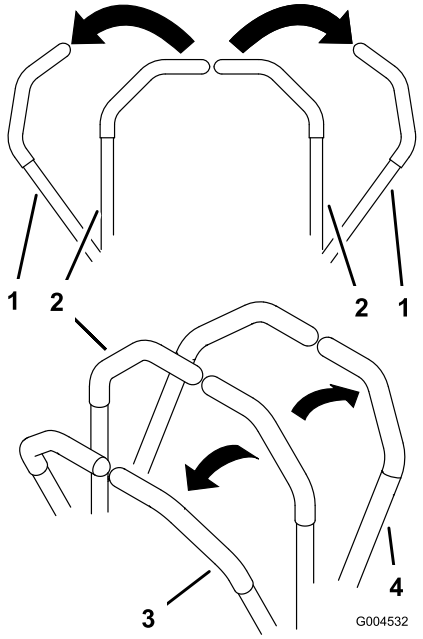

**Figur 15**
3. Kør fremad ved langsomt at skubbe bevægelseshåndtagene fremad (Figur 15).
Kør lige ud ved at påføre begge bevægelseshåndtag samme tryk (Figur 15).
Drej ved at flytte bevægelseshåndtaget mod neutral i den retning, du ønsker at dreje (Figur 15).
2. Bak ved langsomt at trække bevægelseshåndtagene bagud (Figur 15).
Drej ved at udløse trykket på bevægelseshåndtaget i den retning, du ønsker at dreje (Figur 15).